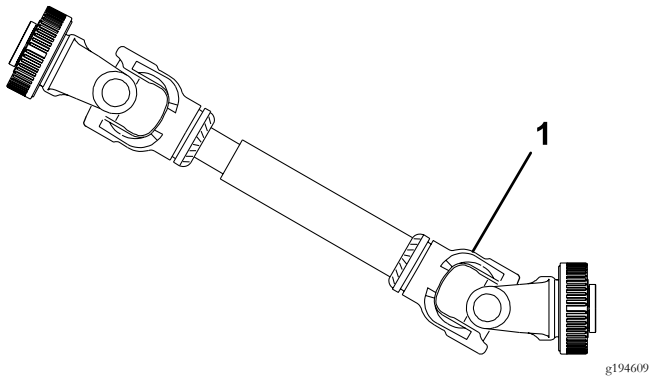

**Figur 25**
**Viktigt: När kraftuttaget ansluts är det viktigt att se till att luftaren inte höjs upp mer än nödvändigt. Om maskinen höjs upp för mycket kan kraftuttagets axelleder gå av (Figur 25). Kraftuttaget kan användas med en vinkel på upp till 25°. Dess vinkel får aldrig överstiga 35° när luftaren är maximalt upphöjd eftersom axeln då kan skadas allvarligt.**